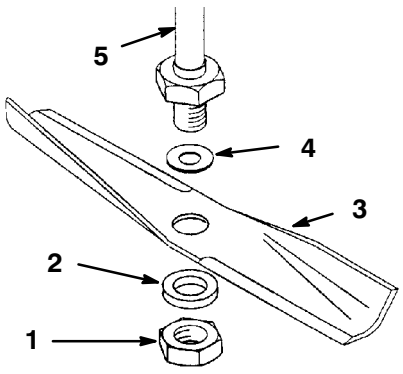

Abbildung 18
3. Mutter, flache Unterlegscheibe, Schnittmesser und Unterlegscheibe entfernen (Abb. 18). Zwischen Schnittmesser und Mähwerk kann ein Holzklotz gekeilt werden, um das Schnittmesser beim Entfernen der Schraube zu blockieren.